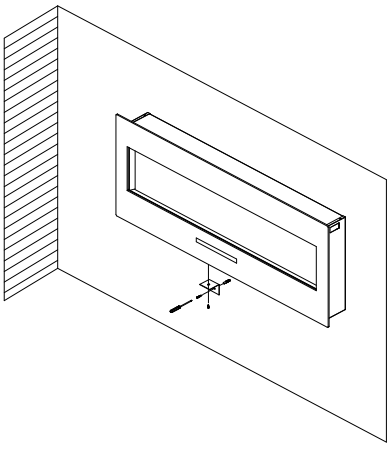

Fig. 4
6. Secure the fireplace to the wall using a screw. Fig. 4.